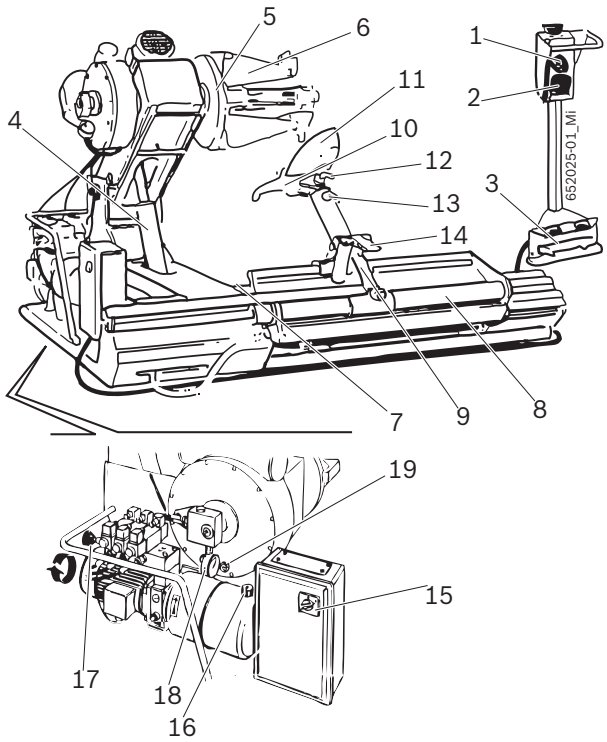

Fig. 1: MS 75 SA
La bride de serrage fonctionne grâce à un circuit hydraulique à haute pression, réglable de 20 à 110 bars en tournant la poignée prévue à cet effet (Fig.1, pos.17) et en lisant la valeur sur le manomètre (Fig.1, pos.18). La pression normale d'exercice est de 110 bars. Pour des jantes ayant une valeur d'effort faible ou des jantes particulièrement fines, il est nécessaire de diminuer cette pression.
Pour des roues ayant un diamètre inférieur à 800 mm ou supérieur à 1500 mm, il est recommandé d'enlever l'axe de l'outil de montage (Fig.1, pos.12) et de le positionner dans le deuxième trou.